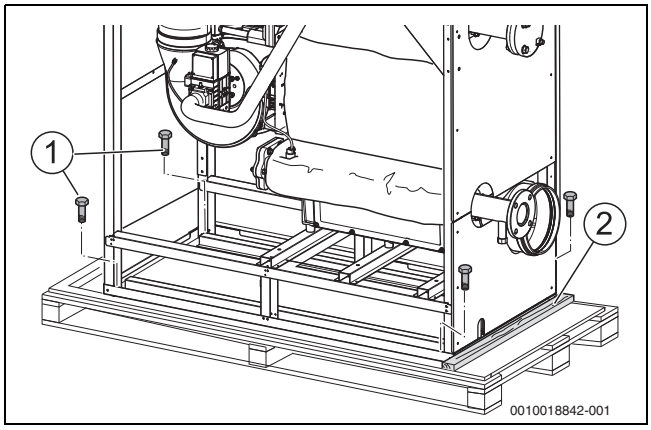

Bild 4 Heizkessel von Palette lösen (beispielhafte Darstellung)
▶ Heizkessel über die Brenner- oder Abgasseite von der Palette schieben. Beim Schieben über die Abgasseite Fixierleiste (→ Bild 4) entfernen.